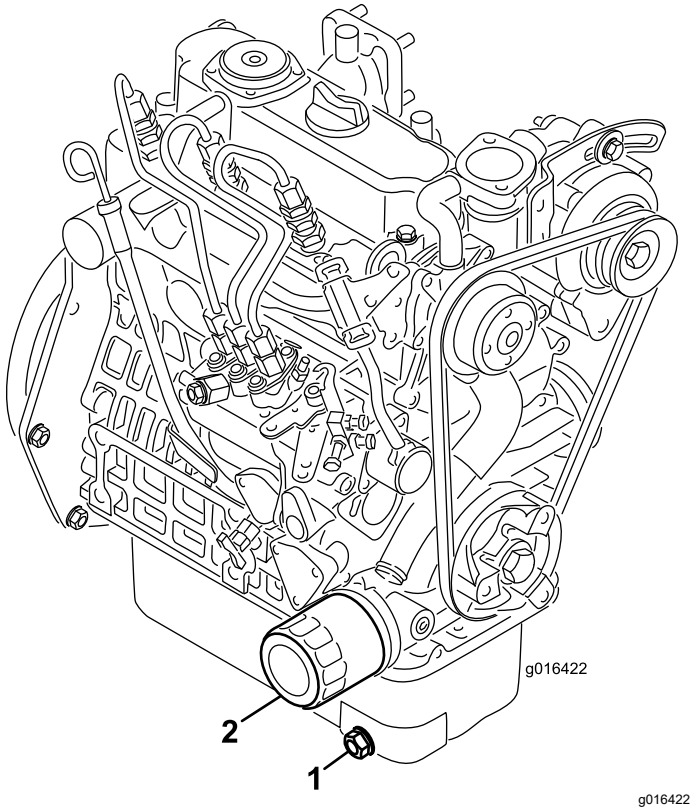

Figur 33
1. Fjern aftapningsproppen (Figur 33), og lad olien flyde over i aftapningsbeholderen. Monter aftapningsproppen igen, når olien holder op med at løbe.